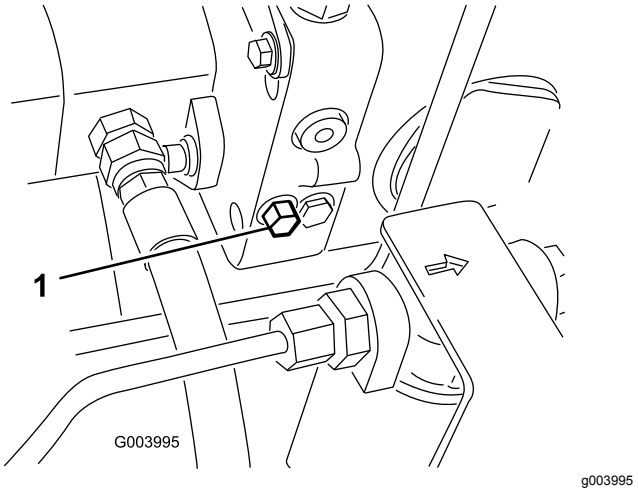

Figur 71
1. Drej omløbsventilens bolt 1½ omgang for at åbne den og lade olien løbe om internt (Figur 71).